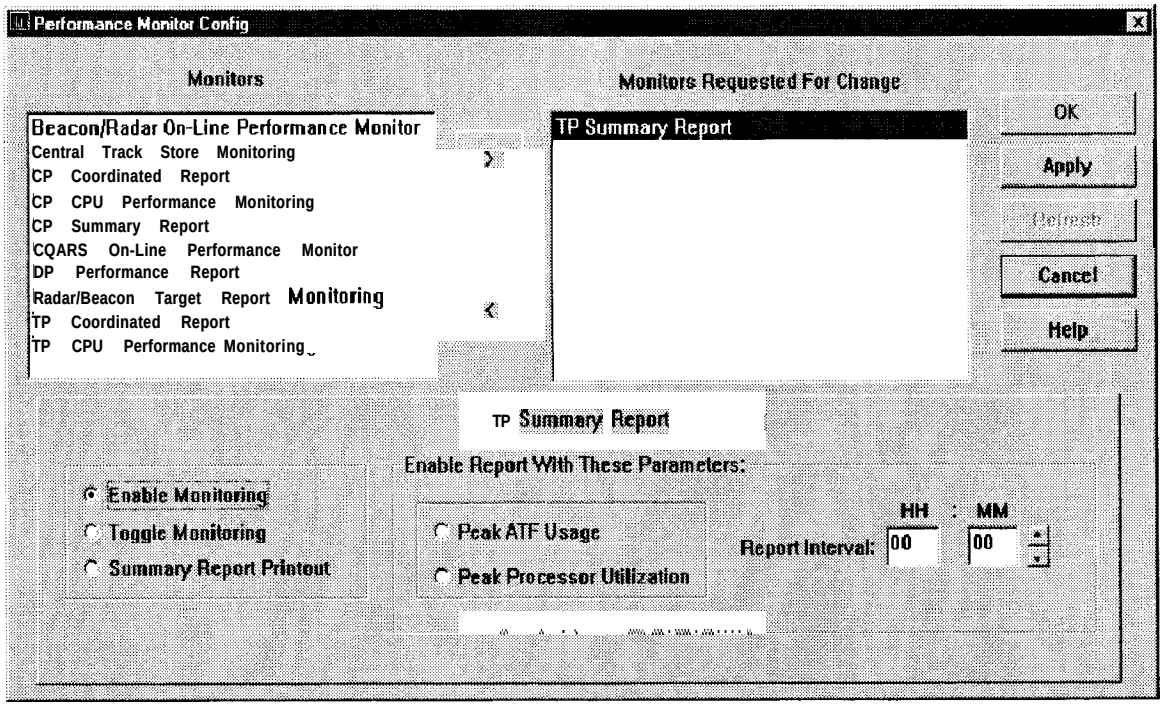

FIGURE 4-64. TP SUMMARY REPORT
8. If TP Summary Report is selected (Figure 4-64):